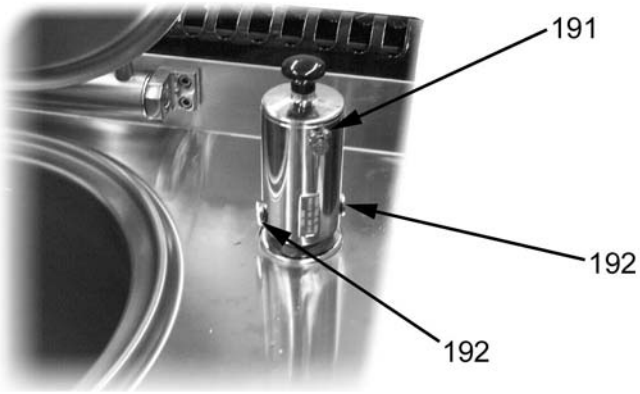

Fig. 20
- unscrew the screws pos. 192 in Fig. 20;
- remove the screws pos. 192, and introduce a rod into the hole which acts as a lever to unscrew the safety valve;